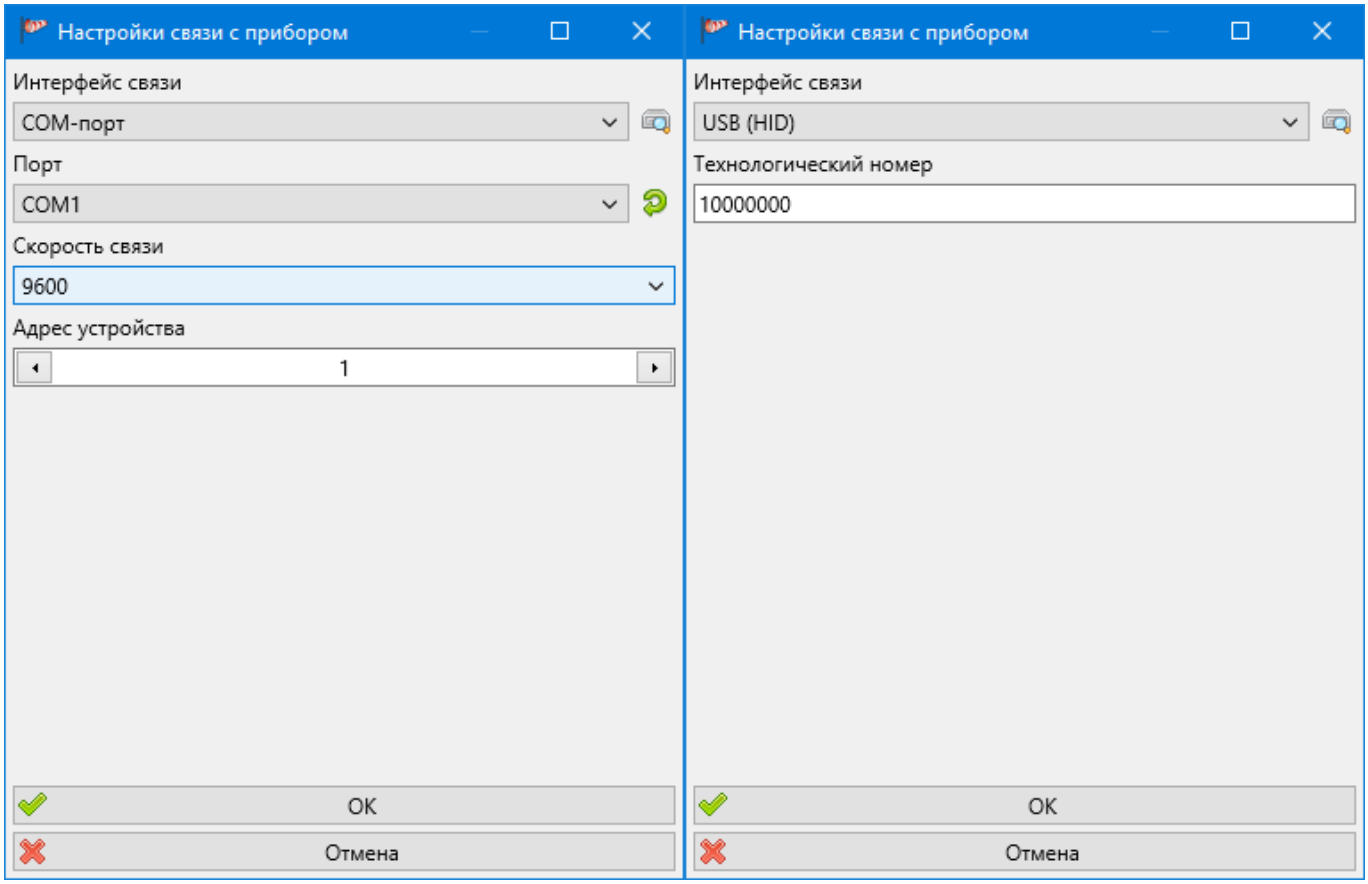

Рис. 7.2 – Окно настроек подключения блока управления к компьютеру
2. Проверить и, при необходимости, изменить настройки подключения блока управления аэродинамической установкой к компьютеру через главное меню программы управления «Настройки» – «Связь с АУ-2» (рис. 7.2);